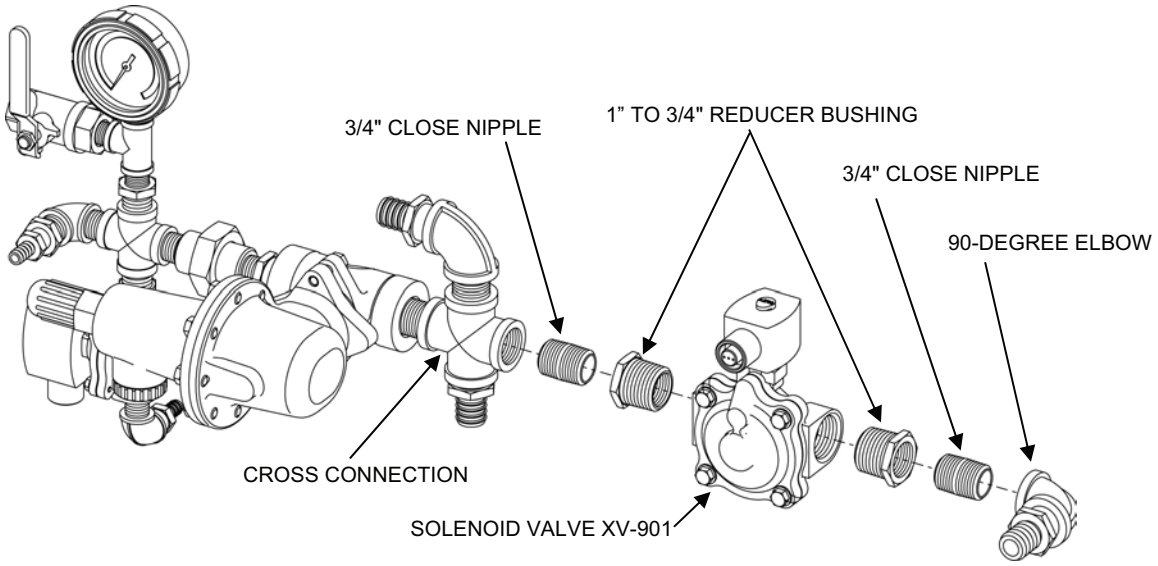

Figure 3. Solenoid Valve XV-901.
3. Remove the Solenoid Valve XV-901 from the Air System Section 3 assembly as follows (see Figure 3):
c. Make sure that the position of the elbow matches Figure 3.
e. Make sure that the position of Solenoid Valve XV-901 matches Figure 3.